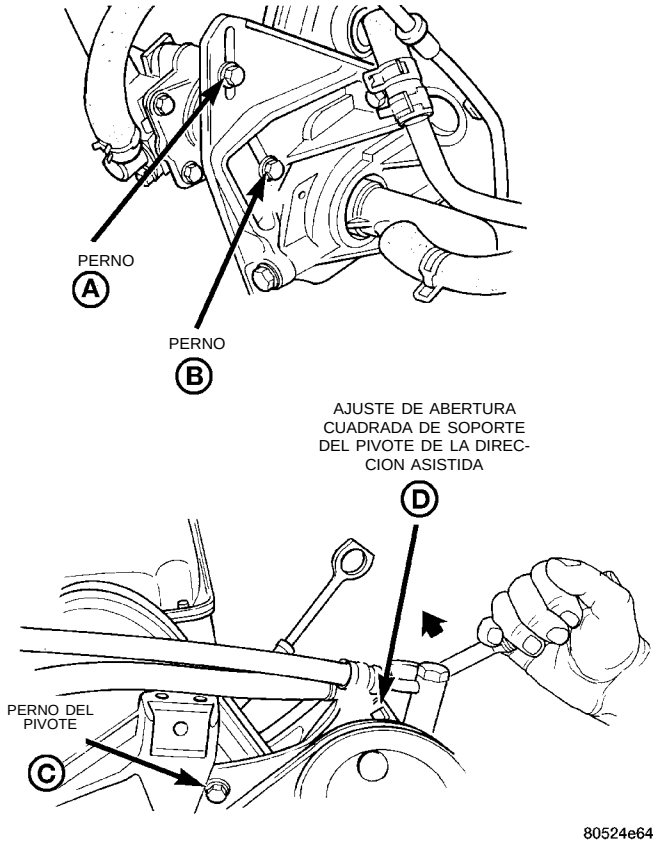

Fig. 26 Ajuste de la bomba de dirección asistida
(1) Afloje los pernos A y B de traba de la bomba de dirección asistida y el perno del pivote C (Fig. 26) para retirar e instalar la correa y/o ajustar la tensión de la correa.